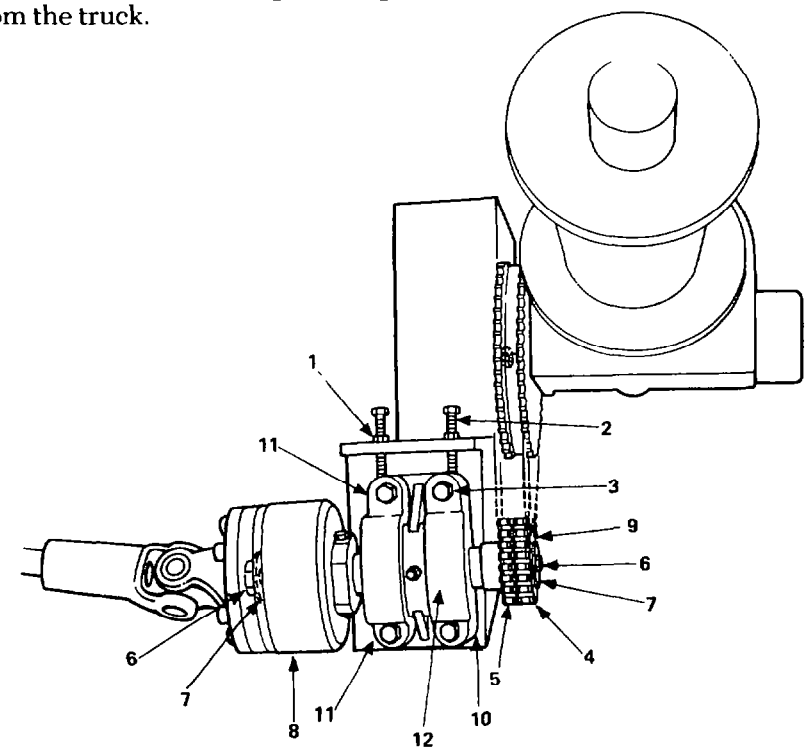

Fig. 388 — Removal of Support Bearing Assembly
a Loosen the two locknuts (fig. 388, item 1), two set screws (item 2) and the four bolts (item 3).
b. Remove the master link (item 4) then remove the drive chain (item 5) from the unit; cut and remove the lock wire then remove the two retaining bolts (item 6) and keeper (clamp) plates (item 7).
c. Slide the torque limiter (item 8) and sprocket (item 9) off the shaft (item 10), then remove the two parallel keys.
d. Remove the four bolts (item 3), spring washers and two blocks (item 11), then remove the complete bearing assembly (item 12) from the housing.
2. Align the chain until the sprockets (fig. 388, items 9 and 13) are in the same vertical plane, before tightening the retaining bolts.